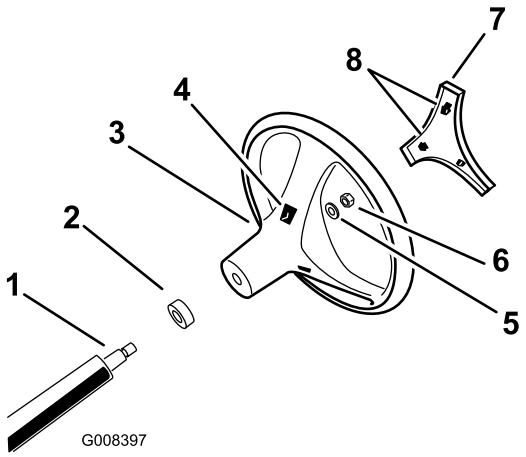

Rysunek 3
1. Zwolnij zatrzaski zabezpieczające centralnej osłony przez otwory z tyłu koła kierownicy i zdejmij osłonę z kierownicy (Rysunek 3).
2. Odkręć nakrętkę zabezpieczającą i zdejmij podkładkę z wału kierownicy (Rysunek 3).
3. Ustaw kierownicę równo z wypustami na wale kierownicy (Rysunek 3).
4. Nałóż podkładkę i nakręć nakrętkę zabezpieczającą na gwint wału kierownicy (Rysunek 3).
6. Ustaw zatrzaski zabezpieczające centralnej osłony równo z otworami w kole kierownicy i dociśnij osłonę do kierownicy, aż zatrzaski wskoczą na swoje miejsce (Rysunek 3).